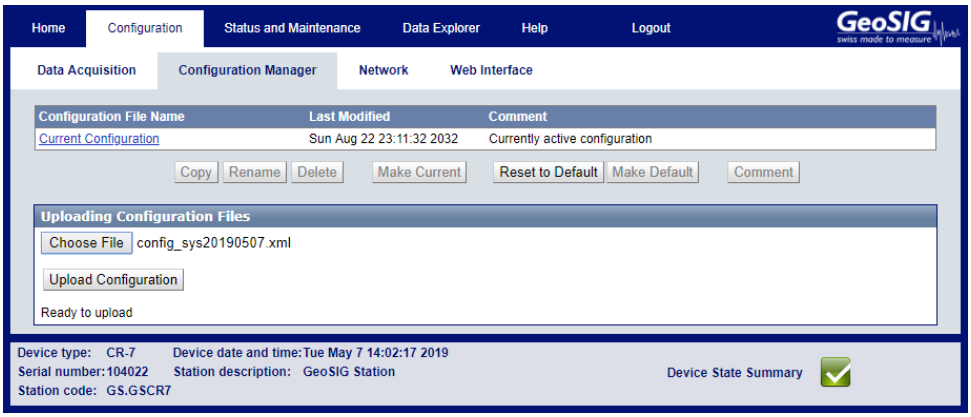

Figure 39: Choose new file to upload
3. **The Upload Panel:** While the *Configuration List* allows downloading configurations from the device by clicking on the name, this part of the screen provides the possibility to upload a configuration to the web interface by selecting a configuration file and using the ***Upload Configuration*** Button. As can be seen in Figure 39, after a successful upload a new file is shown in the Configuration List and the name of the newly available configuration is written at the top of the list. (The name of new configuration will be created from a random string followed by "_config.xml"). The configuration can then be changed by clicking on ***Rename***. Note that the upload panel might look different depending on the browser in use.